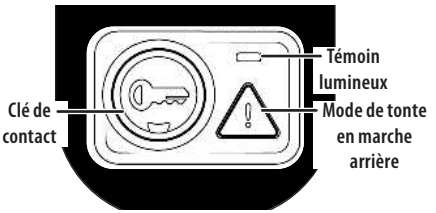

Fig. 29
2. Pressez le bouton de mode de tonte en marche arrière pendant trois secondes. Le témoin clignote pendant 3 secondes et reste allumé lorsque ce mode est activé (Fig. 29).
3. Le témoin lumineux au-dessus du bouton de mode de tonte en marche arrière s'allume lorsque le mode de tonte en marche arrière est activé (Fig. 29).